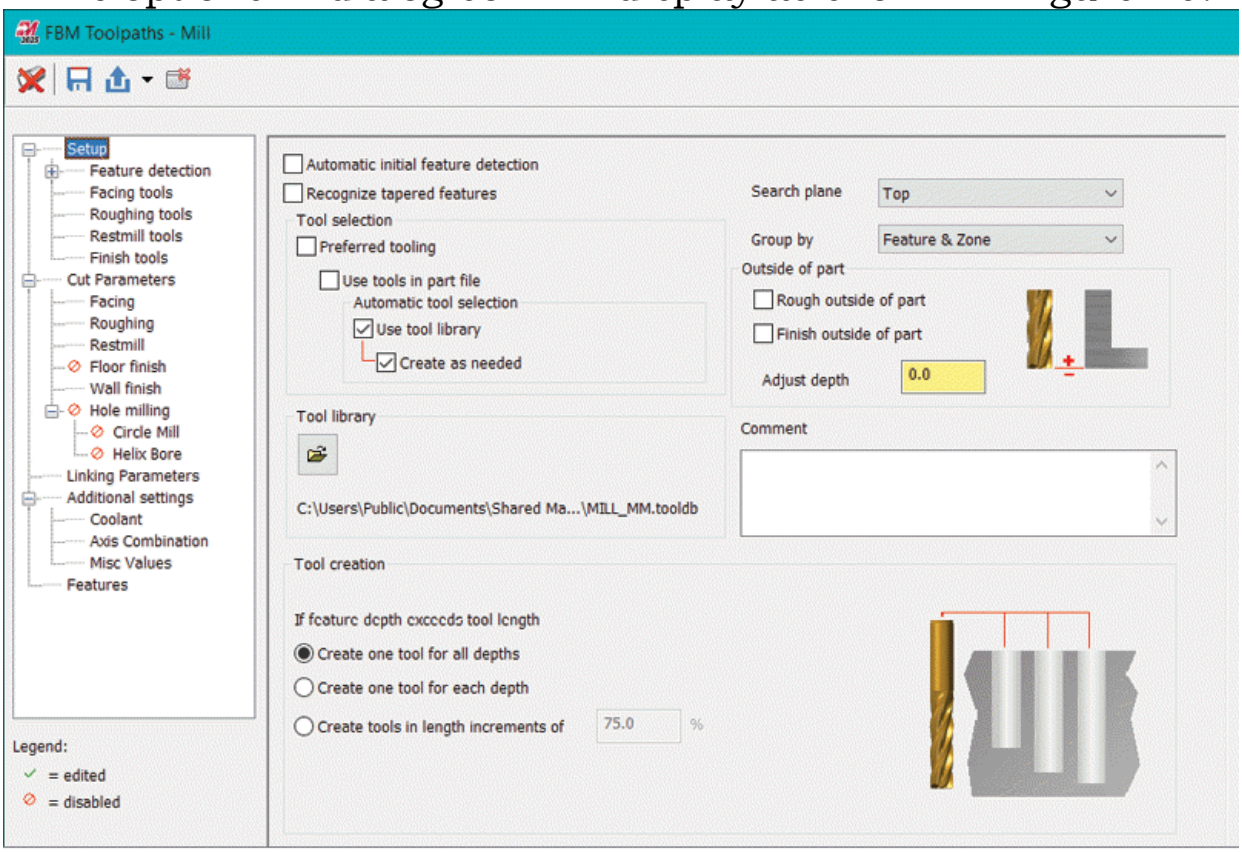

Figure-70. Setup options for FBM-Mill
- Click on the **Setup** option from the left box in the dialog box. The options in dialog box will display as shown in Figure-70.